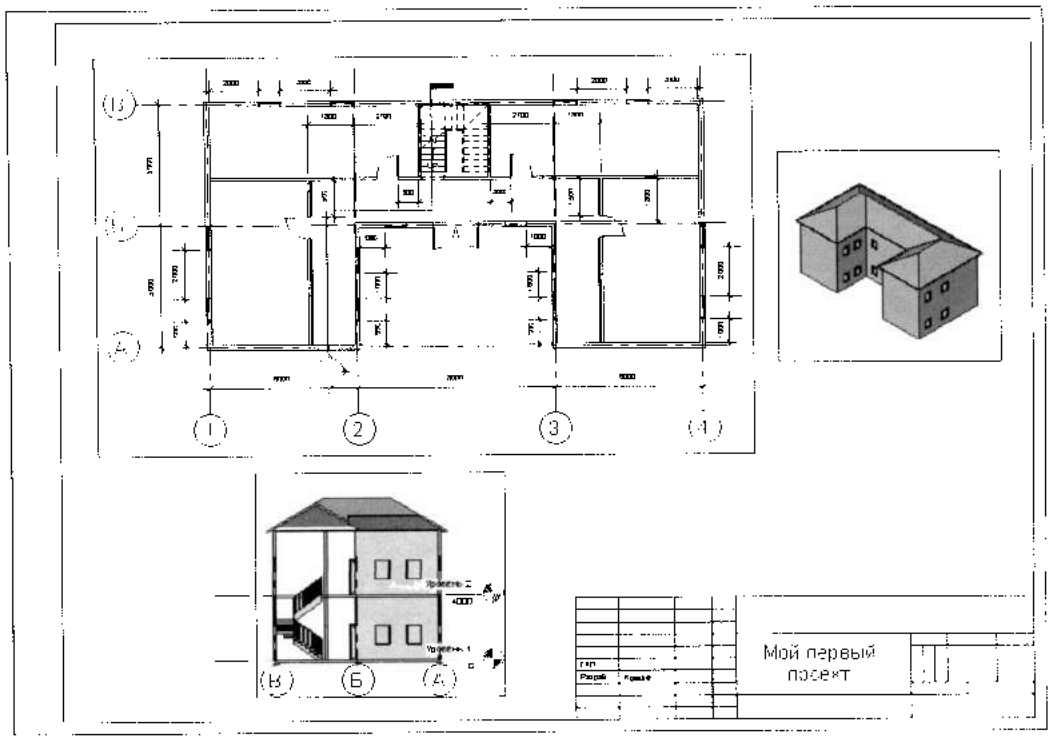

Рис. 1.22. *Лист с видами проекта*
16. Перетащить из Навигатора проекта на лист следующие виды: вид в плане *Уровень 1*, вид в разрезе *Section 1* и вид *3D* (рис. 1.22).